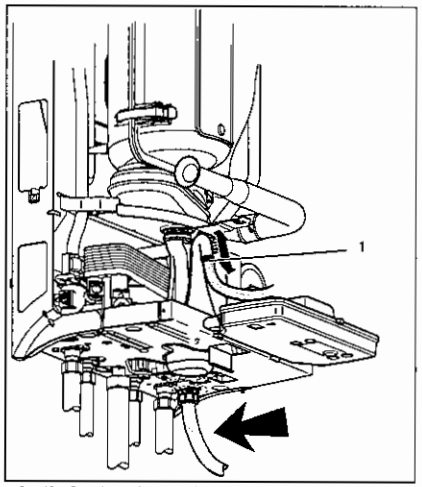

afb. 42 Condensafvoerleiding verwijderen
- Sifon verwijderen (afb. 42 en afb. 43).
- Verwijder de condensbak en de sifon (zie afb. 42 en afb. 43).